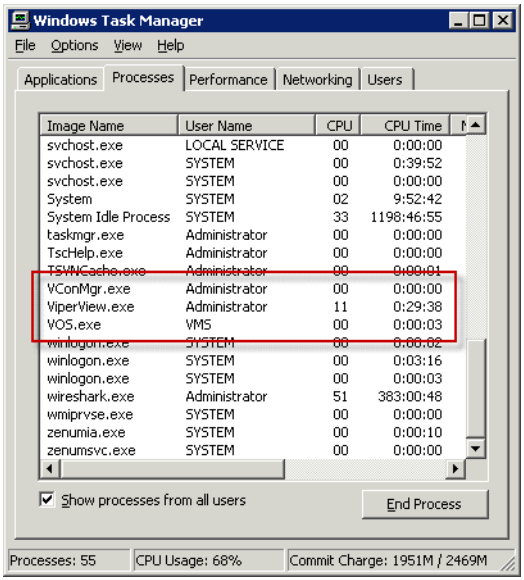

Figure 2-11 Windows Task Manager, Processes tab
2. From the **Processes** tab, scroll down the list to find the three VMS processes that are running—*VConMgr.exe*, *ViperView.exe*, and *VOS.exe*, as shown in figure 2-11.